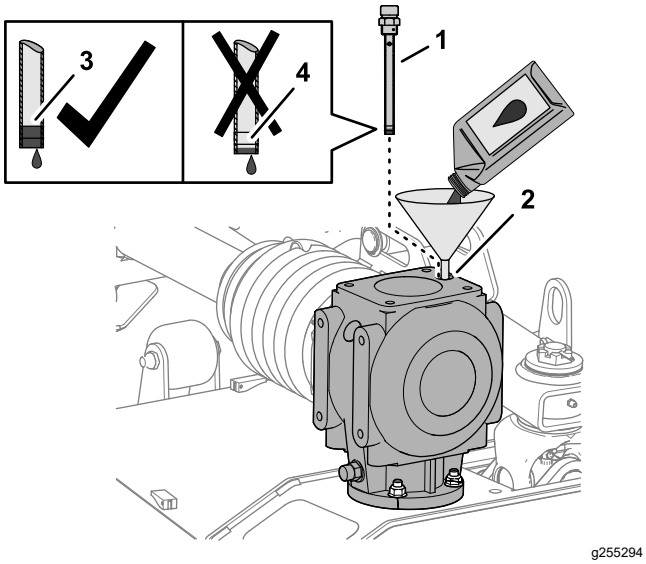

Figur 63
1. Tillsätt 1 064 ml av angivet smörjmedel i växellådan genom mätstickans öppning (Figur 63).
2. Gänga fast mätstickan i öppningen, avlägsna mätstickan och kontrollera smörjmedelsnivån (Figur 63).
4. Gänga fast mätstickan i påfyllningsöppningen och dra åt mätstickan (Figur 63).